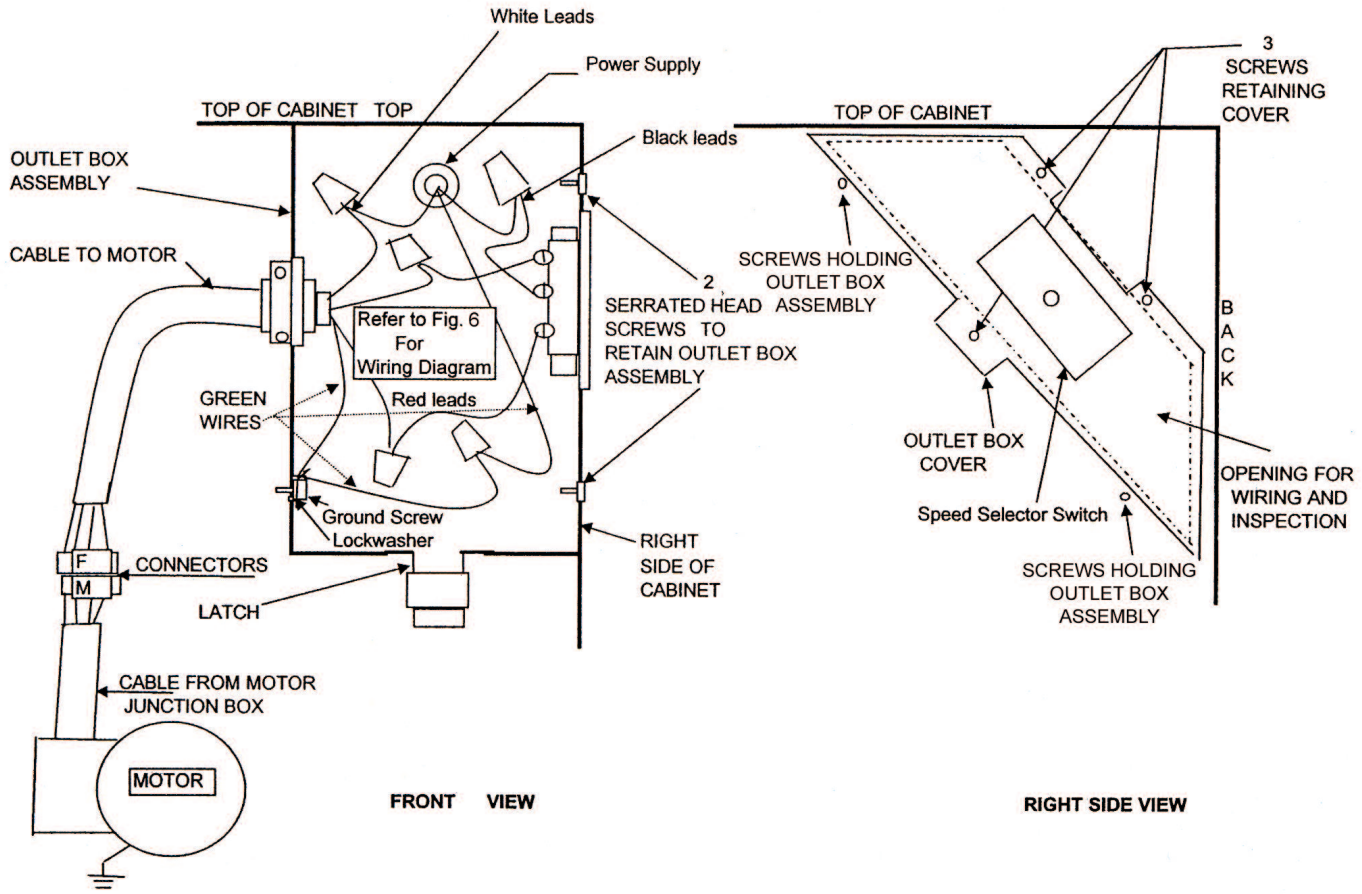

**FIGURE 5**
3. Remove two (2) screws holding the Outlet Box Assembly in place. See Fig. 5. Keep these screws. It will be required to re-install the assembly in step 6.
6. Connect wires with wire nuts (not included). Refer to Wiring Diagram, Figure 6 and Figure 5. Connect black supply lead to center terminal of rocker switch, white supply (neutral) lead to white for 120 volt units. For 220 volt units, L2 will connect to white lead with black tape. Connect green grounding lead to green grounded conductor to supply circuit. Connect black and red leads to rocker switch as shown in Figure 5. No loose strands or loose connections should be present.
8. From the outside of the cabinet on the top right corner, remove three (3) screws. Refer to Fig. 5. Keep these screws. It will be needed to replace the outlet box cover. Carefully remove outlet box cover with the rocker switch attached to it. Pull out of the cabinet only as far as the length of the wires will allow. Inspect all wires and make sure all connections are tight and the ground wires are properly connected. Replace outlet box cover. Make sure all wires are pushed inside the compartment. Pre-seclect rocker switch postition to high or low speed. See Operation Section for proper setting instructions.